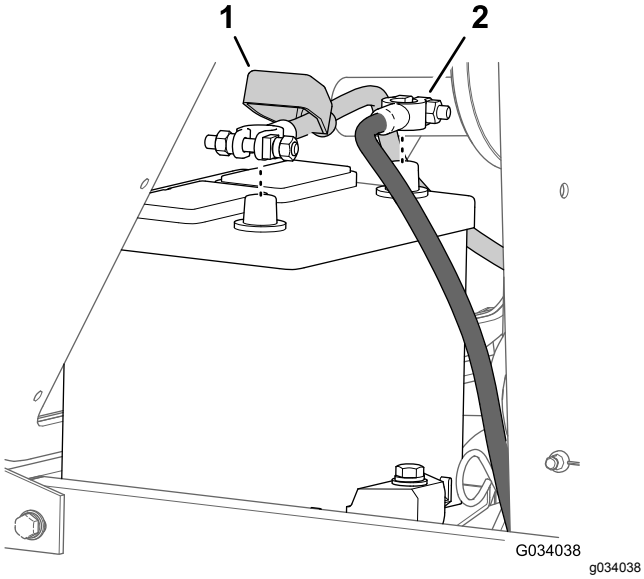

Figur 51
2. Tag batteriets minuskabel (-) af batteripolen (Figur 51).
3. Skyd isolatordækslet væk fra batterikablets klemme (Figur 51).
4. Tag pluskablet (+) af batteriets pol (Figur 51).
7. Tilslut kablerne, pluskablet (+) til batteriets pluspol (Figur 51).
8. Slut minuskablet (-) til batteriets minuspol (Figur 51).